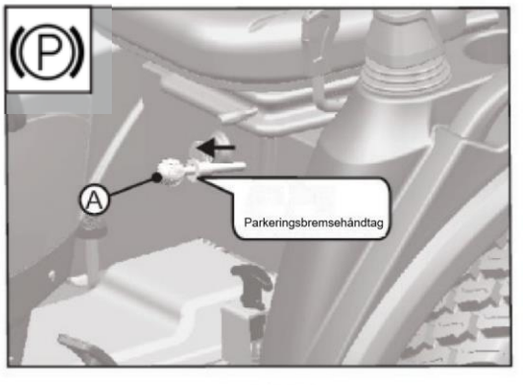

Fig. 4.19
- Træk parkeringsbremsehåndtaget opad for at aktivere parkeringsbremsen (fig. 4.19).
- Tryk bøsningen (A, fig. 4.19) fremad, skub parkeringsbremsegrebet nedad og slip bøsningen 'A'.